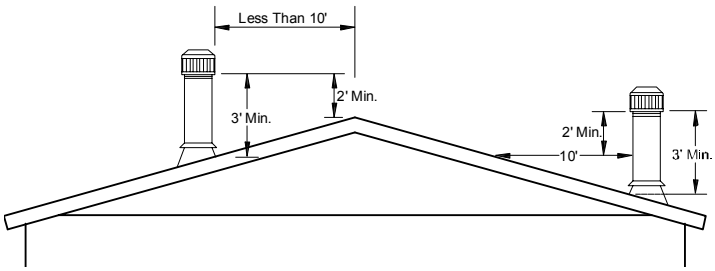

Figure 92. *Chimney clearance*
2. **Install chimney pipe.** Assemble and seal the chimney per the fireplace or wood stove manufacturer’s installation instructions and if there is a conflict between the instructions and the figure, follow the instructions. To assure sufficient draft for proper operation, extend the chimney at least three feet above the highest point where it penetrates the roof and at least two feet higher than any surface within 10 feet of the chimney (**Figure 92**). Use additional section(s) of chimney pipe (not provided) if required by local code or if the site has obstructions within 10 feet of the chimney.